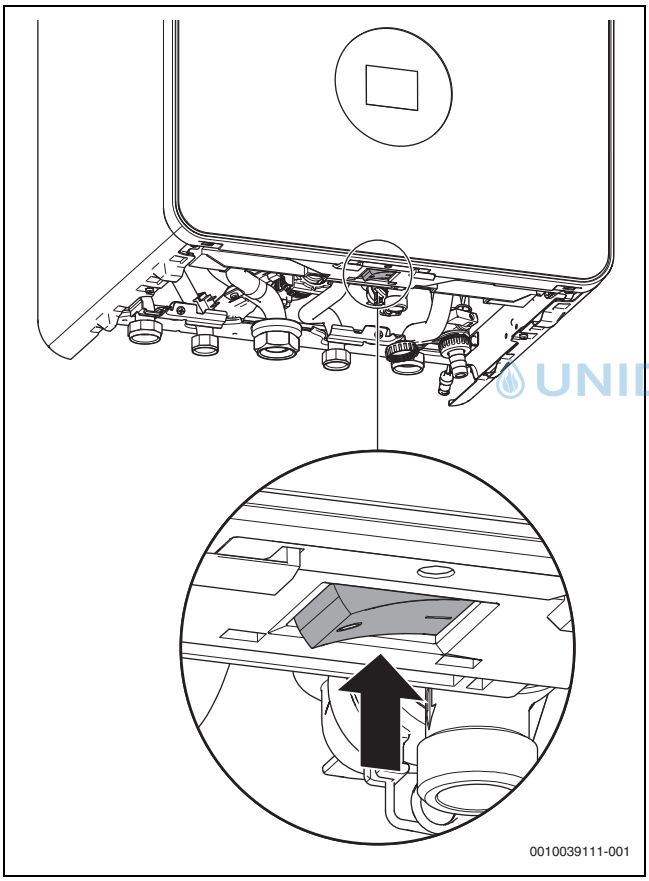

Bild 1 Schalter Ein/Aus
▶ Gerät am Schalter Ein/Aus (→ Bild 1) ausschalten.